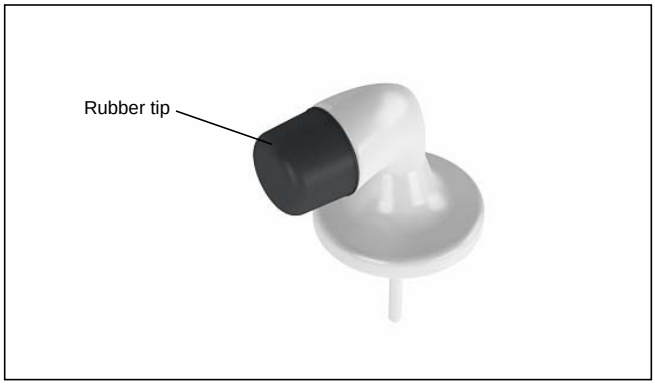

Figure 13
1. Attach the door stop (see figure 13) in pre-drilled holes at the top and bottom of the stationary panel on OOX and XOO units. Remove the rubber tip by pulling it off the stop before installing. Replace it once the stop has been positioned correctly with the tip facing the operating panel.